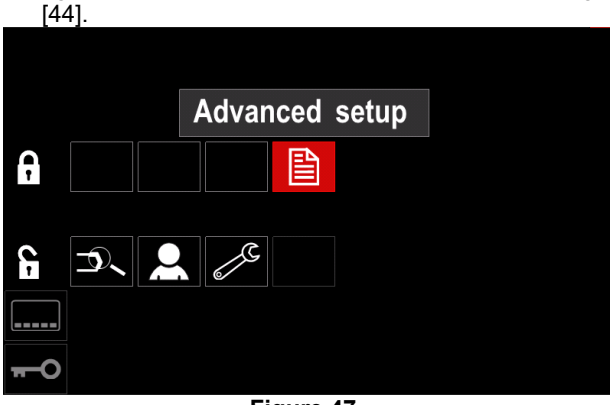

Figure 47.
- Appuyer sur le bouton droit [36]. L'icône du paramètre choisi s'effacera de la partie inférieure de l'écran. (Figure 47). Ce paramètre disparaîtra également de la barre des paramètres de soudage [44].